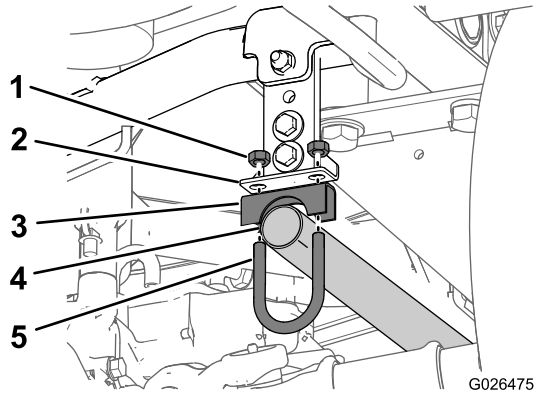

Figuur 11
3. Ondersteun het open uiteinde van de uitlaatpijp door losjes een U-bout (1-1/4 inch), zadelbeugel (1-1/4 inch) en 2 moeren aan de pijp en de uitlaatpijpbeugel te bevestigen (Figuur 11).
Opmerking: Draai de klem van de uitlaatpijpbeugel niet vast (Figuur 11).